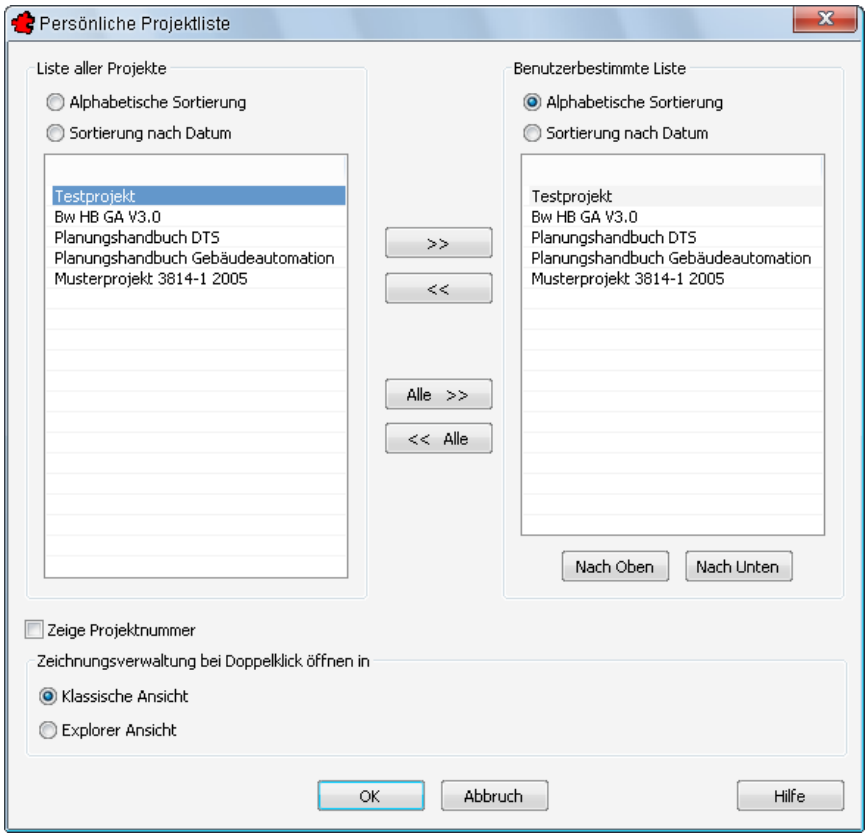

Bild 16.28 – Das Dialogfeld *Persönliche Projektliste*
- Wählen Sie die Option *Anwender* und klicken Sie auf die Schaltfläche *Einstellungen*. Das Dialogfeld *Persönliche Projektliste* erscheint (Abb. 16.28).